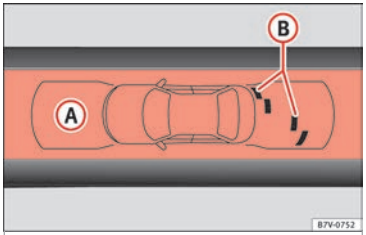

Fig. 210 On-screen OPS display: (A) has detected an obstacle in the segment; (B) restricted area in front of the vehicle.
The zone in which obstacles are recognised runs to a distance of around 120 cm from the front of the vehicle and up to 60 cm to the side ››› Fig. 210 (B). Behind the vehicle, the zone analysed reaches a distance of up to 160 cm and around 60 cm to the sides ››› Fig. 209 (C).
The image displayed represents the supervised zones in several segments. As the vehicle moves closer to an obstacle, the segment moves closer to the vehicle displayed ››› Fig. 209 (B) and ››› Fig. 210 (A). When the penultimate segment is displayed, this means that the vehicle has reached the collision zone. **Stop the vehicle!**